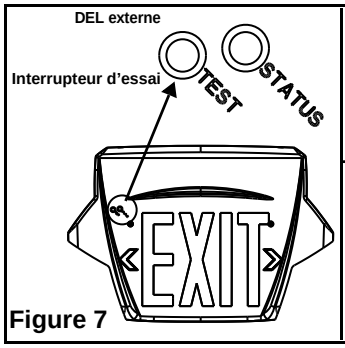

Figure 7
b. Couleur rouge: indique une déffectuosité de l'appareil. Voir la figure 7 pour plus de détails.